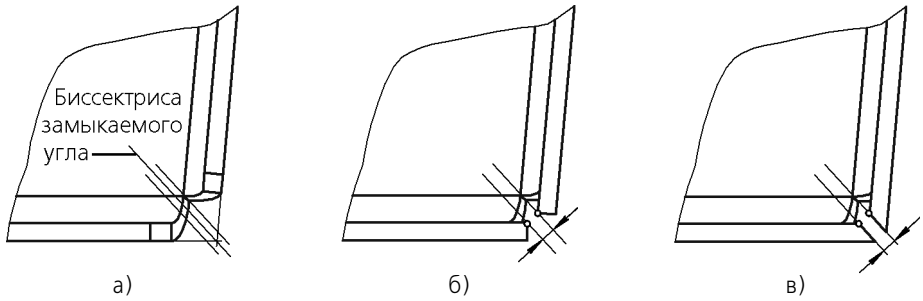

Рис. 108.35. Определение положения сторон угла при замыкании встык и плотном замыкании
1. В плоскости измерения зазора строится биссектриса замыкаемого угла (рис. 108.35, а).
2. С каждой стороны от биссектрисы на расстоянии, равном половине величины зазора, проводятся параллельные линии (рис. 108.35, а).
3. Стороны угла продолжаются до соприкосновения с полученными линиями (рис. 108.35, б). При плотном замыкании стороны угла дополнительно модифицируются: их боковые грани становятся параллельны биссектрисе (рис. 108.35, в).